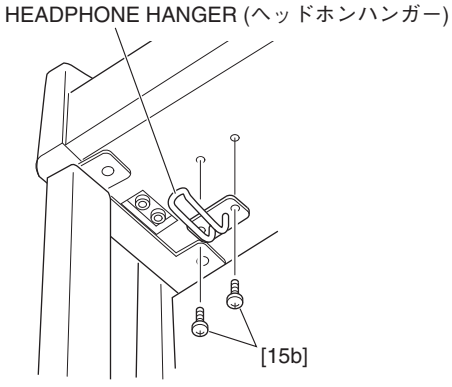

Fig. 1（図 1）
Remove the two (2) screws marked [15b]. The headphone hanger can then be removed. (Fig. 1)
[15b] のネジ 2 本を外し、ヘッドホンハンガーを外します。（図 1）